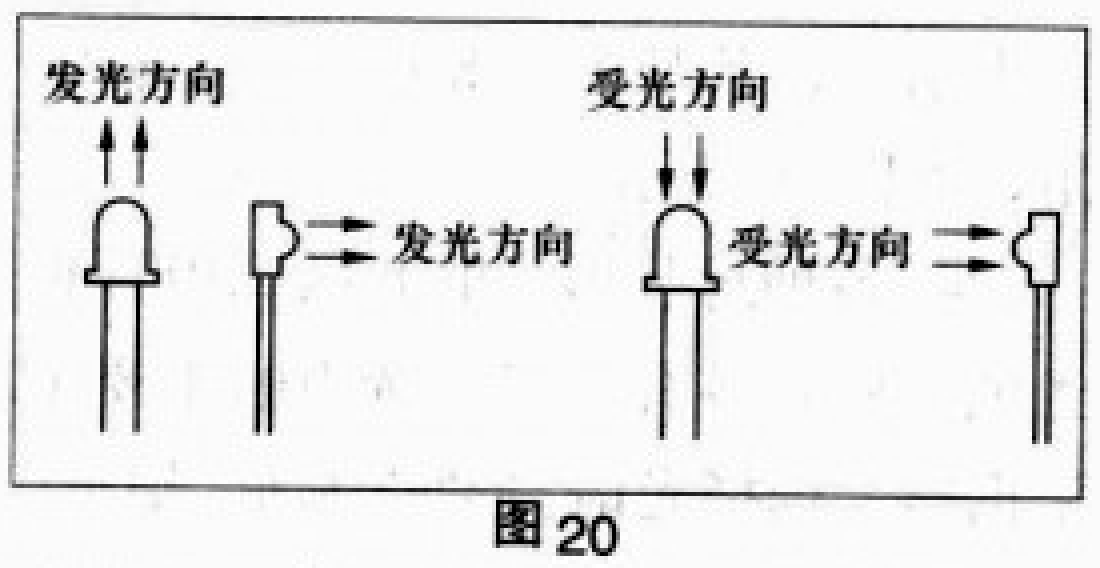

图20
4.对于发光二极管、光敏二极管和光敏三极管，不同的封装形式其发光或受光方向会有不同，有的在顶部，有的在侧面，如图20所示，选用时应考虑到这一点。